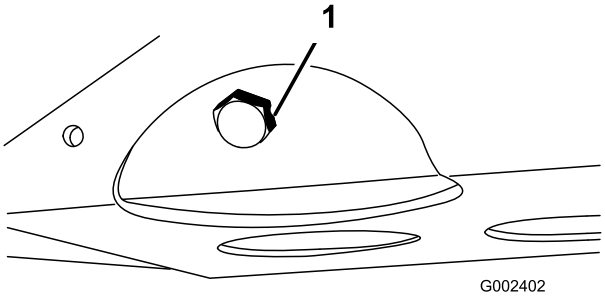

Figur 44
2. Fjern tappepluggen, og la oljen renne ned i et tappefat (Figur 44).